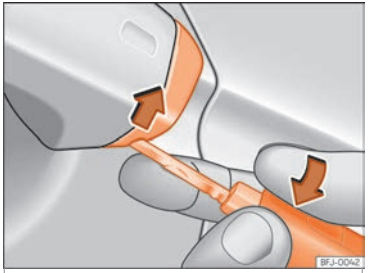

Fig. 90 Driver door handle: lever the cover off
- Insert the key shaft into the lower opening in the cover on the driver door handle ››› Fig. 90 then remove the cover upwards.